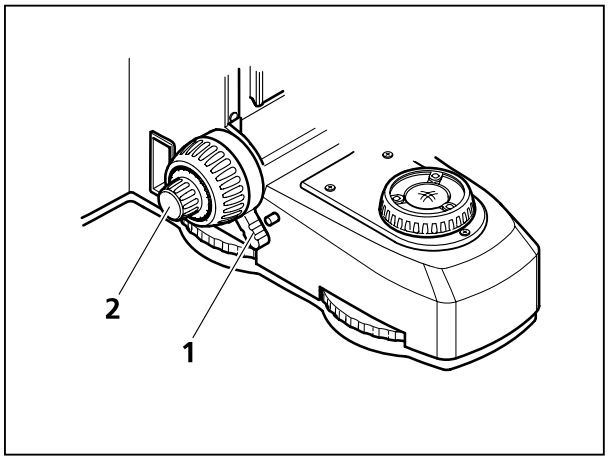

Bild 4-3 Höhenanschlag des Fokussiertriebs einstellen
(5) Höhenanschlag des Fokussiertriebs einstellen
- Den Klemmhebel (Bild 4-3/**1**) des Anschlags nach oben gegen den Stiftanschlag drehen.
- Tisch mittels Fokussiertrieb (Bild 4-3/**2**) in die höchste, zulässige Position fahren, in der keinerlei Kollisionen mit Objektträger oder Objektiven auftreten können.